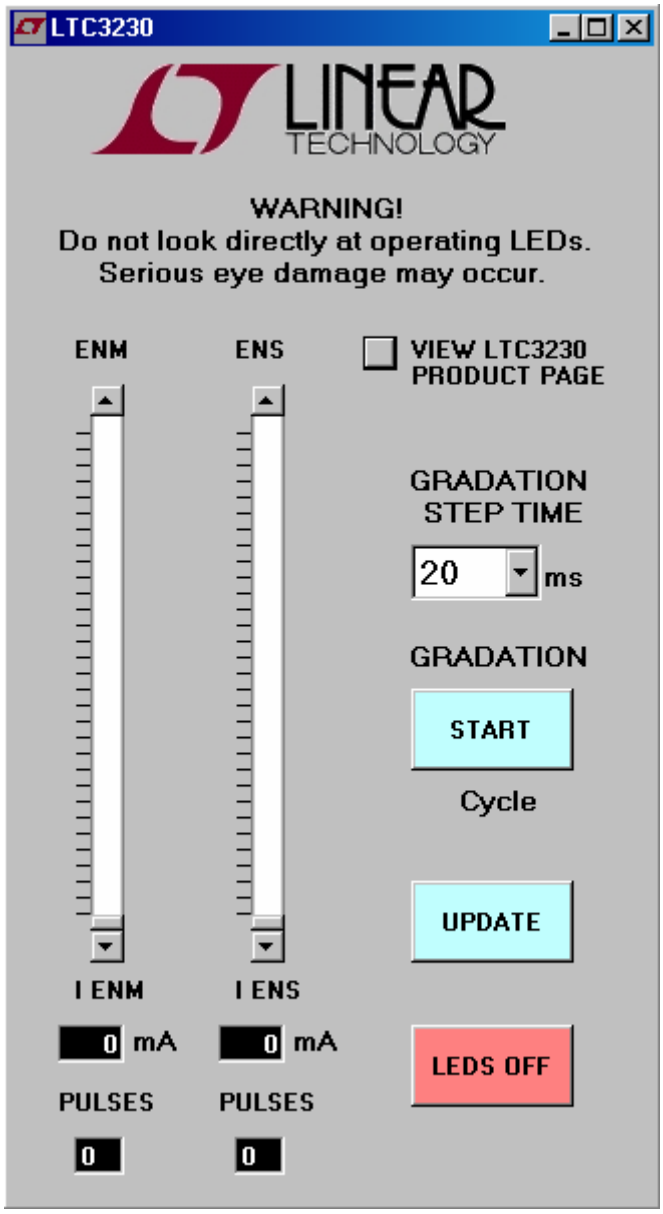

Figure 3. LTC3230 Control Window
7. Run the QuikEval program. The program detects the DC1217 and displays the LTC3230 control window (shown in Figure 3).